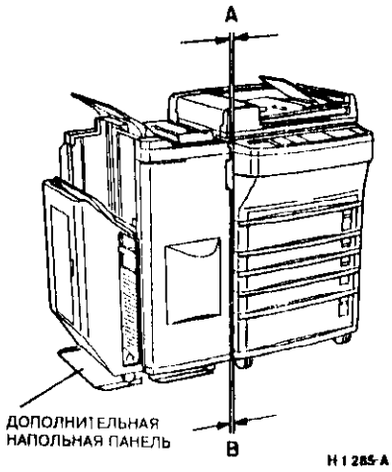

Рисунок 2. Проверка зазора
1. (Рисунок 2) Если сортер устанавливается на ковре, то следует воспользоваться комплектом напольной панели (PL 15.1). При установке комплекта следите за правильностью расположения панели. Проверьте, что при стыковке и отстыковке сортера-степлера все колесики остаются на напольной панели.
2. (Рисунок 2) Если разность размеров A и B превышает 5 мм, выполните регулировку.